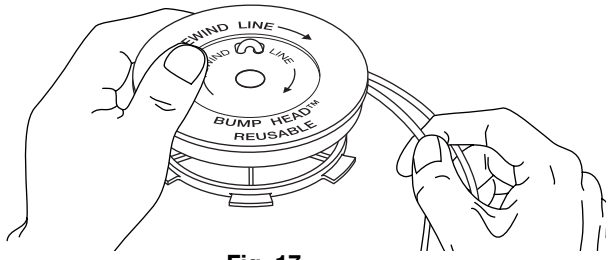

Fig. 17
7. Enroulez les fils en couches uniformes serrées sur le moulinet (Fig. 17). Enroulez le fil dans le sens indiqué sur le moulinet intérieur. Placez votre index entre les deux fils pour les empêcher de se superposer. Ne superposez pas les extrémités du fil. Passez à l'étape 12.